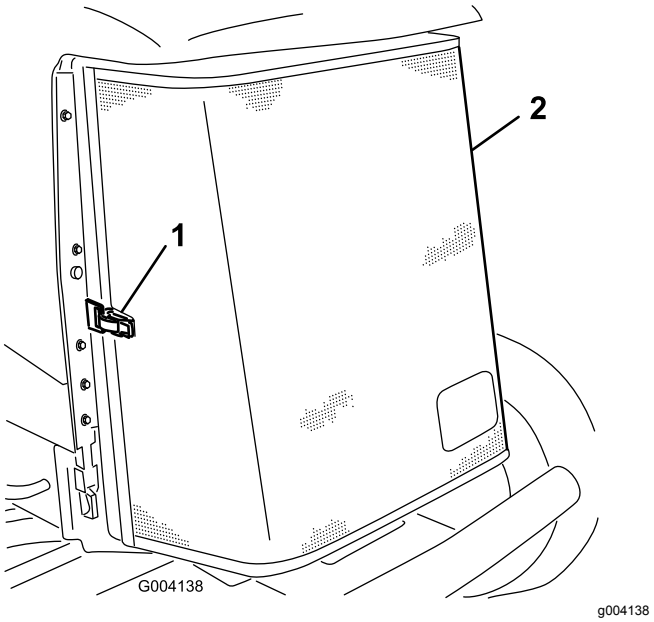

**Figur 65**
3. Lås opp klemmen og sving bakre skjerm åpen (Figur 65).